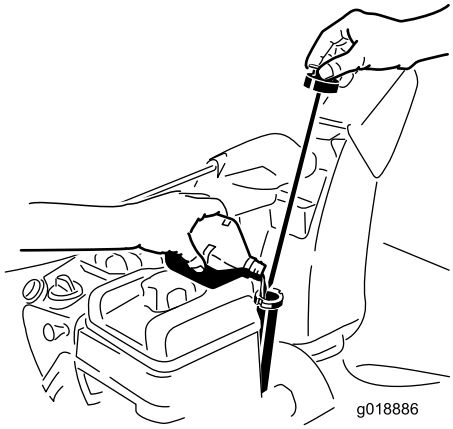

Рисунок 35
2. Выньте щуп и проверьте уровень масла (Рисунок 35). Если уровень масла находится ниже отметки Add (Добавить), то добавьте масла в двигатель. См. 5 Заправка двигателя маслом (страница 11)